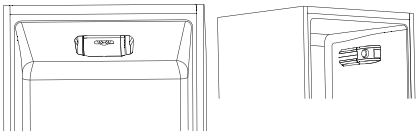

Fig.4
- A unidade do termóstato para controlo do aparelho está localizada dentro do compartimento frigorífico (Fig.4). Gire o botão do termóstato do termostato para além da posição “0”. A luz fica acesa quando a porta do frigorífico stá aberta.